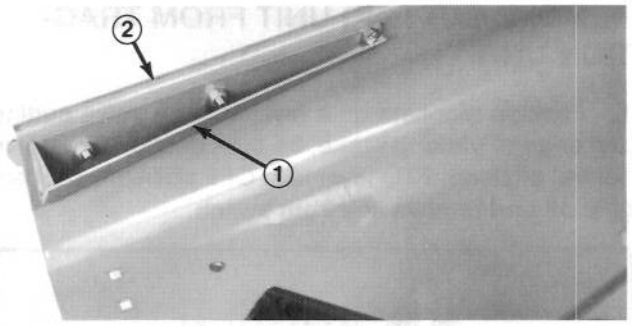

Figure 7
2. Mount end of front baffle to deck with a 5/16 – 18 x 7/8" lg. capscrew and locknut (Fig. 7)
3. Align baffle with edge of deck and use baffle as a template to mark and drill (2) remaining 3/8" dia. holes in deck (Fig. 7).
4. Secure baffle to deck with (2) 5/16 – 18 x 5/8" lg. capscrews and locknuts (Fig. 7).